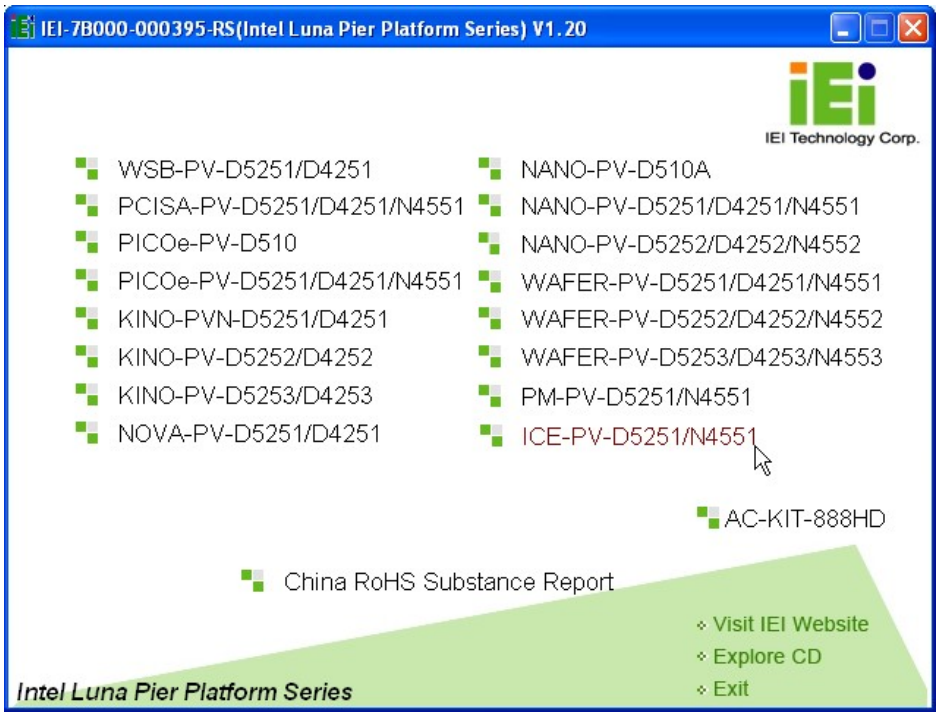

**Figure 6-1: Start Up Screen**
**Step 2:** The screen in **Figure 6-1** appears.